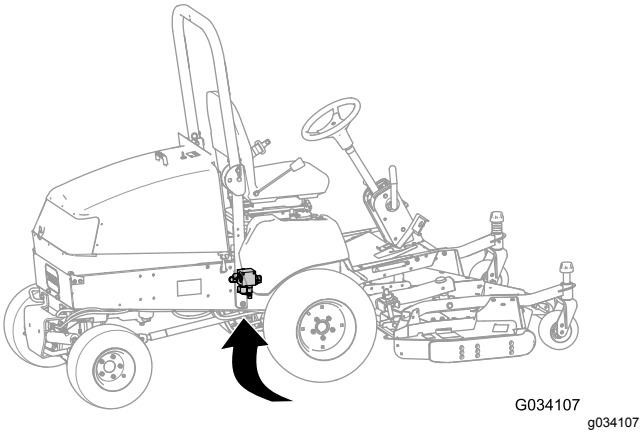

Figuur 12
2. Vind het hefverdeelstuk onder de machine, aan de binnenkant van het rechter framekanaal, achter de vooras (Figuur 12).